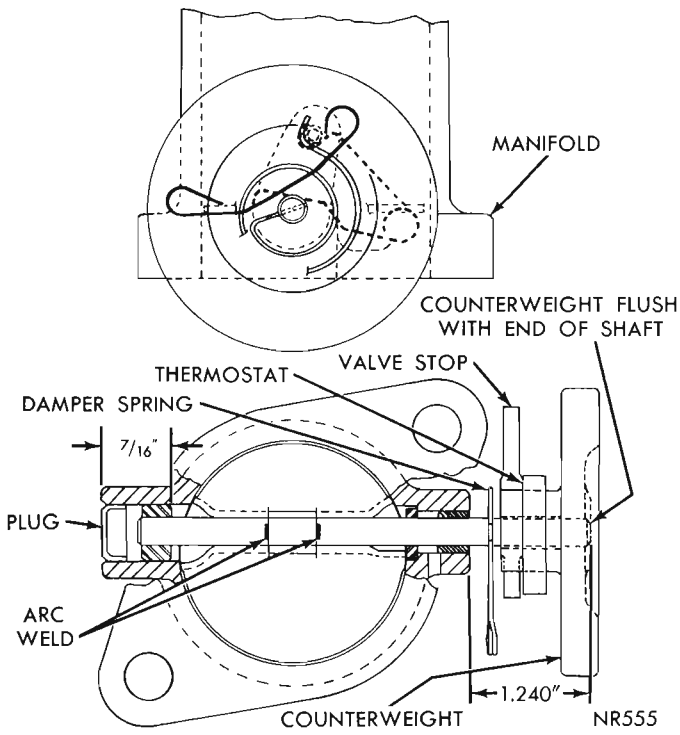

Fig. 22—Proper Manifold Heat Control Valve Installation (340 Cu. In. Engine)
(1) Remove exhaust pipe from manifold.
(2) Remove exhaust manifold from engine.
(3) Position valve plate, grind off spot welds from valve plate and shaft.
(4) Remove counterweight and shaft assembly, valve plate. Press out bushings and plug from manifold (Fig. 22).
(1) Press in new outer bushing flush with outer edge of manifold (Fig. 22).
(2) Press in new inboard or inner bushing to a depth of 7/16 inch.
(3) Line ream bushings, .3095 to .3110 inch diameter, test for free fit of shaft in bushings.
(4) Press in plug (with cupped end facing inner bushing) until flush with manifold.
(5) Mark shaft with suitable dye at 1.240 inches at one end, press counterweight on marked end of shaft until flush with end of shaft.
(6) Position spring so center end or tab is pointing left and hook or outer end points down, install spring on counterweight.
(7) Install spring stop on counterweight so looped ends face away from thermostatic spring hook end.
(8) Install seal in manifold in counterbore on counterweight side.
(9) Holding thermostatic spring wrapped a 140 de-